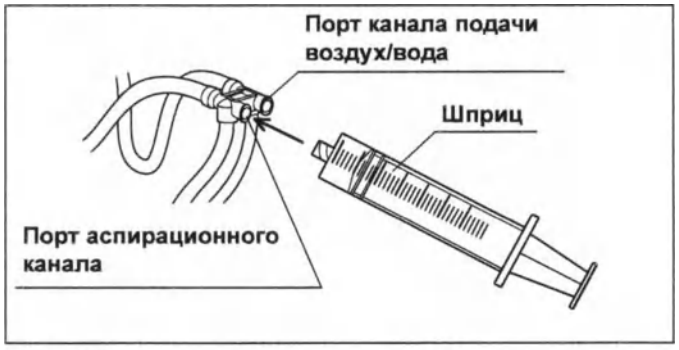

Рис. 6.15
1. Присоедините шприц к порту аспирационного канала инъекционной трубки. (см. рис. 6.15)
6 Присоедините шприц к порту аспирационного канала инъекционной трубки. (см. рис. 6.15)